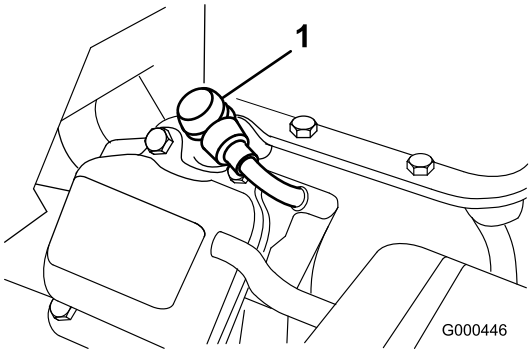

Bild 23
1. Ziehen Sie den Zündkerzenstecker ab (Bild 23).